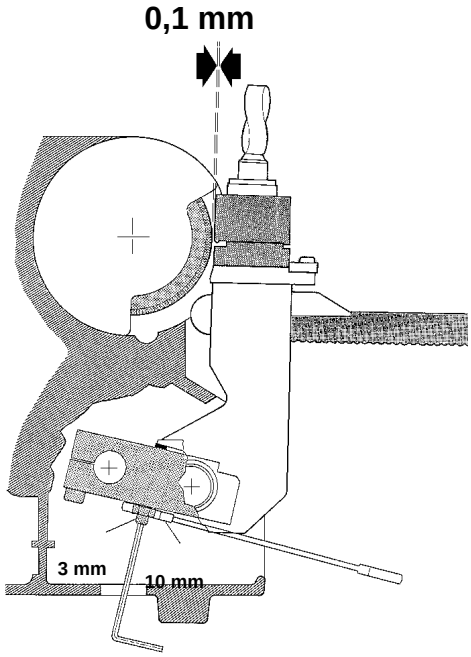

Fig. 27
2) Release the carriage and raise (against the cutting tool) at the end of run (fig.27).